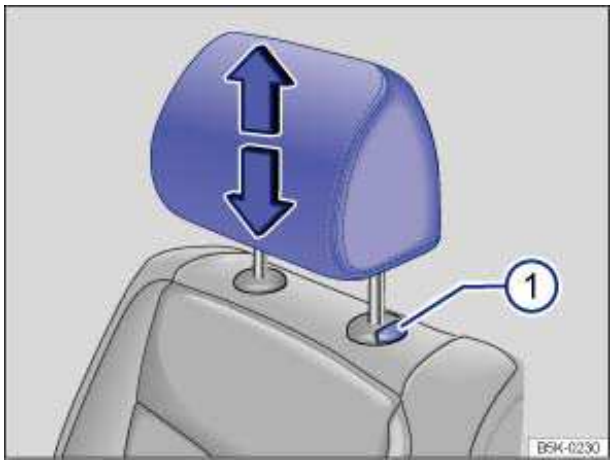

Fig. 41 Adjusting the head restraints.
- Push the head restraint up in the direction of the arrow or down when the button ⇒ fig. 41 (1) is pressed ⇒ ⚠.